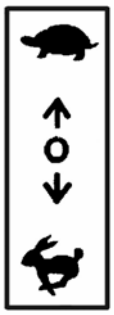

Рис. 4.3
При перемещении рукоятки вперед обеспечивается включение пониженных передач (L), назад – повышенных передач (H), среднее положение –передний и задний мосты отключены. Схема переключения редуктора показана на рис.4.3.